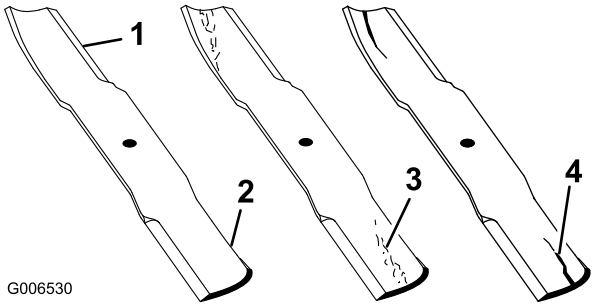

Figuur 90
1. Controleer de snijranden (Figuur 90). Als de snijranden niet scherp zijn of inkepingen vertonen, moet u de messen verwijderen en deze slijpen. Zie Maaimessen slijpen.
2. Controleer de messen, met name het gebogen deel (Figuur 90). Als u beschadiging, slijtage of groefvorming in dit deel constateert (Figuur 90), moet u het mes direct vervangen.